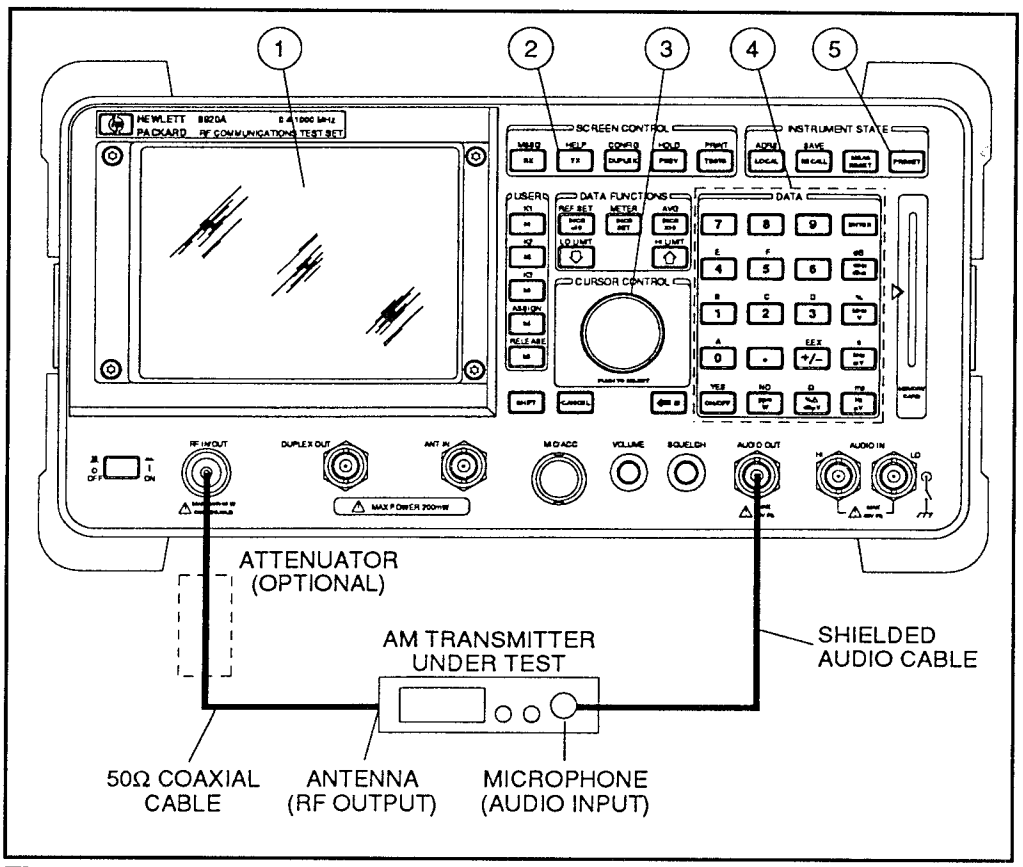
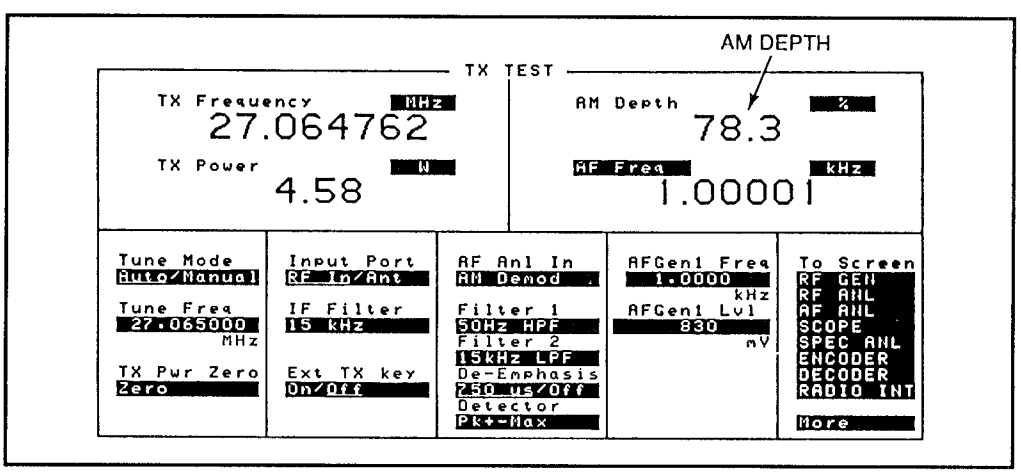

Figure 18: AM envelope display setup
Figure 19: AM depth
1. Connect the transmitter as shown in Figure 18.
2. On the HP 8920A, press the PRESET key (5), and press the TX key (2).
4. Using the knob (3) and data entry keys (4), set **AF Anl In** to AM Demod. Adjust **AF Gen1 Lvl** until **AM Depth** is 80% (see Figure 19).